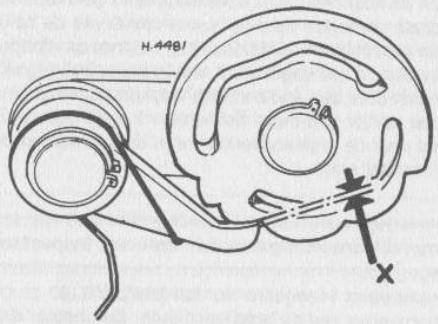

FIG. 3.8. DE SPELING TUSSEN DE NOKSCHIJF EN DE BLOKKEERPAL
12. De speling tussen de nokschijf en de blokkeerpal, met het schakelpedaal tegen de aanslag in de 2e, 3e of 4e versnelling, moet ongeveer 2 mm in beide richtingen bedragen (zie fig.3.8). Deze speling is af te stellen door een andere dikte vulplaat te gebruiken. De bovenste aanslag heeft een borgplaatje dat vervangen moet worden als het verwijderd is.